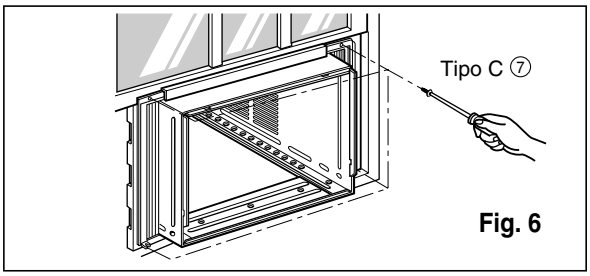

Fig. 6
9. Adjunte cada panel guía a cada lado de la ventana usando tornillos ⑦(Tipo C). (Ver Fig. 6)